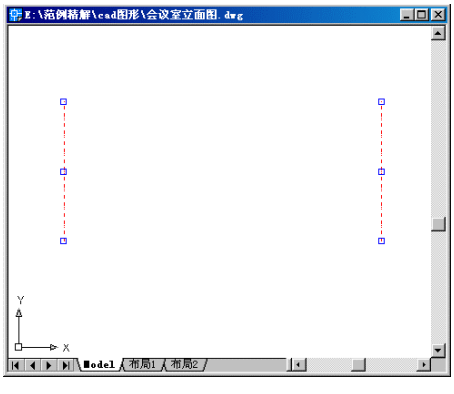

图 5-8　修改线型比例
6. 在没有任何命令执行的情况下，选择所绘制的轴线，使其呈夹点模式显示，将【Properties】中列出的【Linetype scale】（线型比例）数值调整为 15 并敲击键盘中的 Enter 键，这时所绘轴线呈点划线显示，如图 5-8 所示。